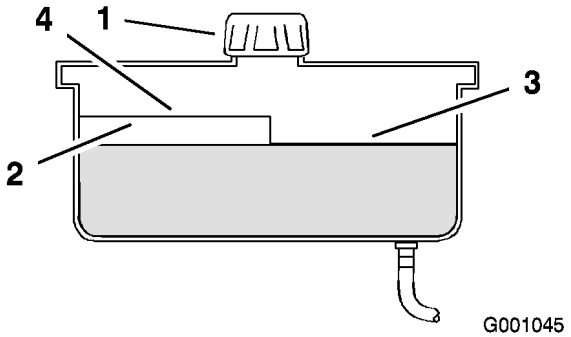

Figur 66
2. Rengör området runt påfyllningsröret till hydraultanken (Figur 66).
3. Skruva av tanklocket på påfyllningsröret. Titta inuti och kontrollera om det finns någon olja i behållaren (Figur 66).
Obs: Oljenivån ska nå upp till överkanten på markeringen för varmt på skärmen, när oljan är varm (Figur 66).